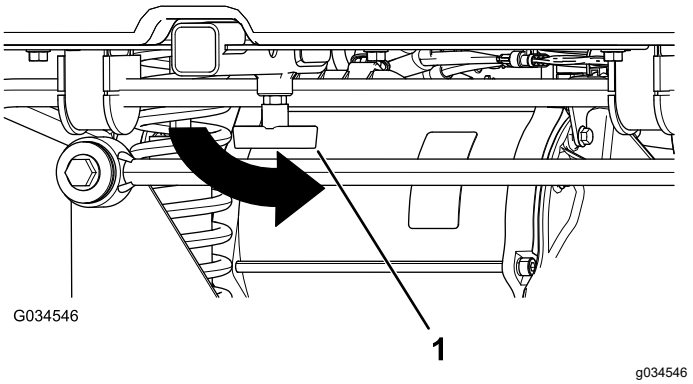

**Figuur 20**
4. Zet de T-hendel vast door deze linksom te draaien (Figuur 20).